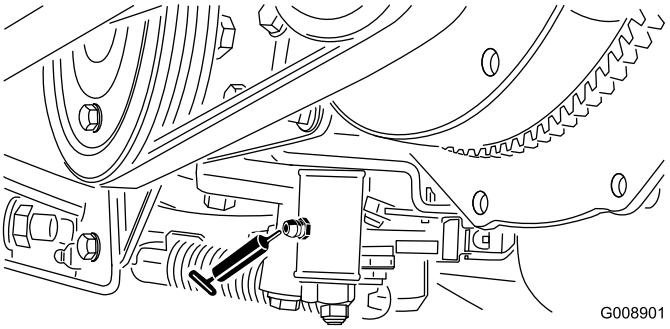

**Figur 38**
- Justeringsmekanism för neutralläge (Figur 38)